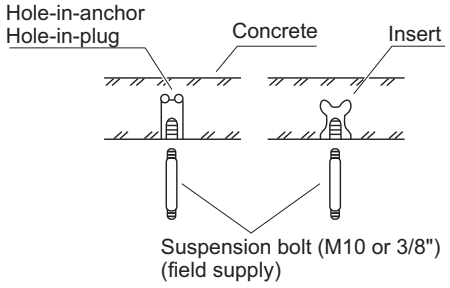

Fig. 2-157
- Insert suspension bolts as shown in Fig. 2-157
(2) Screw in the suspension bolts allowing them to protrude from the ceiling as shown in Fig. 2-157. (Cut the ceiling material, if necessary.)